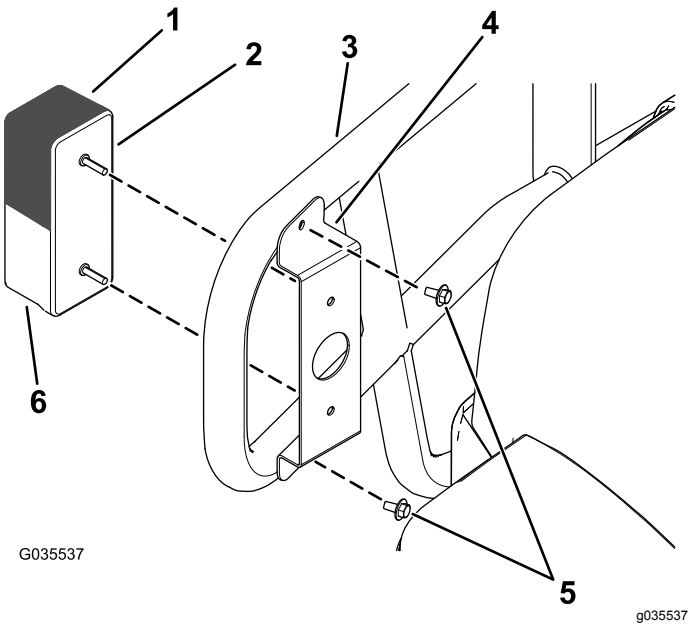

Figur 3
2. Monter det fremre posisjons-/blinklyset til børstevernet med den fremre braketten og de to selvgjengende skruene (¼ x ½ tomme) du fjernet tidligere, som vist i Figur 3.
Merk: Påse at den gule linsen (blinklys) er plassert oppå den gjennomsiktige linsen (posisjonslys), som vist i Figur 3.